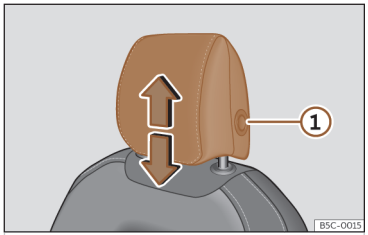
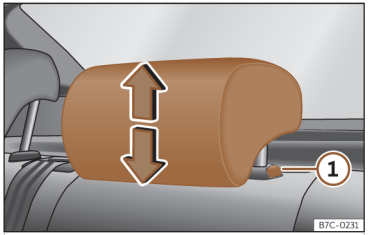

Fig. 91 Asiento delantero: regulación del apoyacabezas.
Fig. 92 Apoyacabezas trasero: regulación del apoyacabezas.
- Agarre el apoyacabezas con ambas manos por los lados y empuje hacia arriba hasta encajarlo en la posición deseada. Para bajarlo, haga la misma acción, pulsando el botón lateral ① ››› **fig. 91** , ››› **fig. 92**.